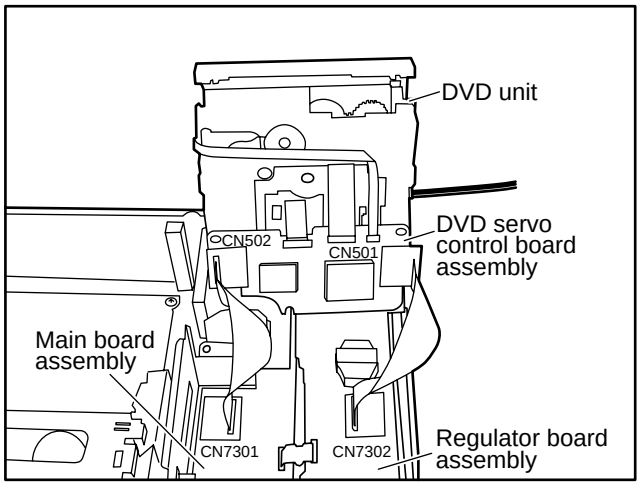
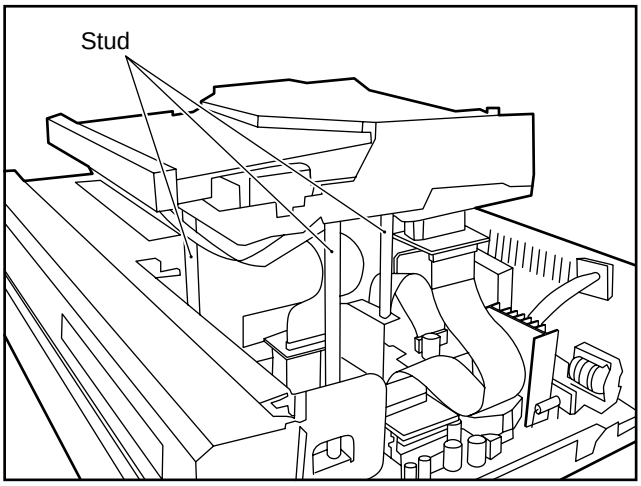

Fig.4-4a
Fig.4-4b
(1) Remove the DVD unit.(Refer to the SECTION 3 Removing the major parts)
(2) Connect a extention cord between CN502 of DVD servo control board assembly and CN7301 of Main board assembly. (See Fig.4-4a)
(3) Connect a extention cord between CN501 of DVD servo control board assembly and CN5302 of Regulator board assembly. (See Fig.4-4a)
(4) Remove the DVD servo control board assembly attached the DVD unit.
(5) Three stud is attached in a DVD unit. (See Fig.4-4b)